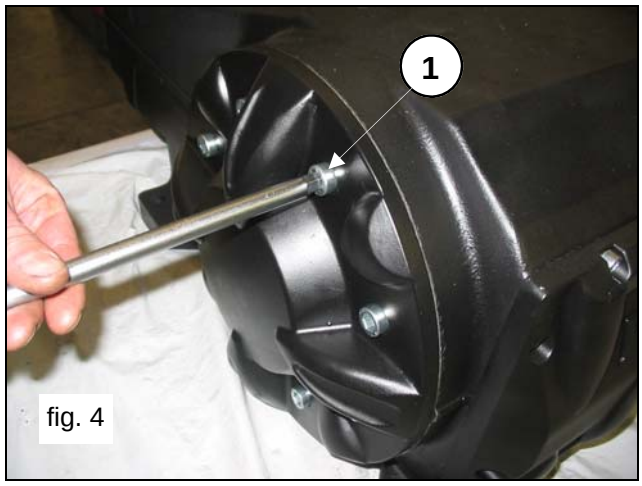

fig. 4
On the opposite side, unfasten the screws (pos.①, fig.4) and therefore remove the bearing cover.